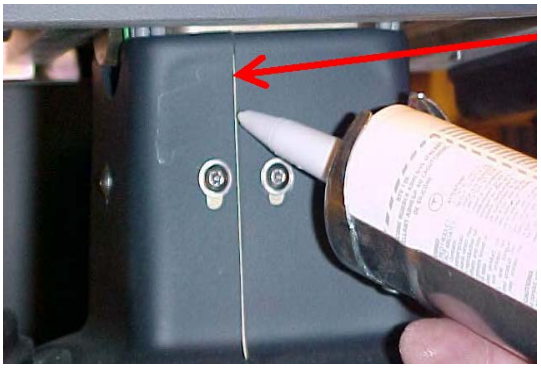

Figure 7-8. Seal Along Both Seams of Upper Plastic Column Covers
7. Seal along both seams of upper plastic column covers as shown in *Figure 7-8*.